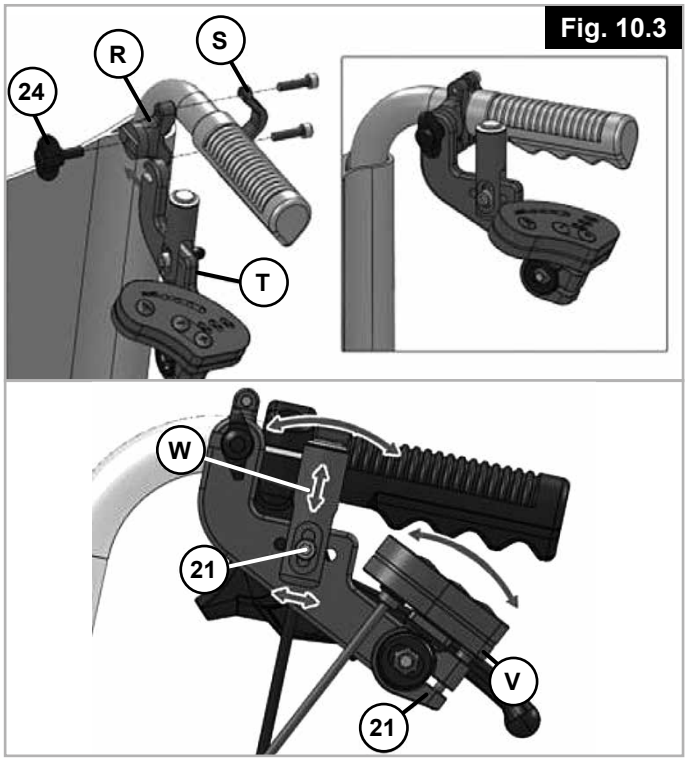

Fig. 10.3
10.3 Anbau Bedieneinheit (Fig. 10.3)